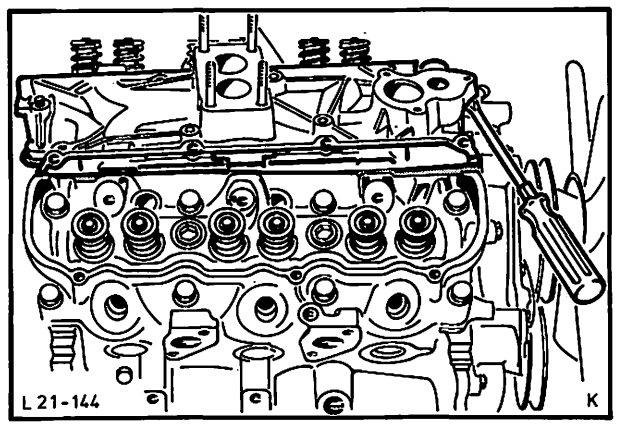

Abb. 87 Ansaugkopf mit einem Hebel lösen
10. Stößelstangen entfernen und Ansaugkopf (6 Schrauben, 2 Muttern) mit Bypass-Schlauch abschrauben. Falls erforderlich, Ansaugkopf mit einem Hebel von der Dichtung lösen, Abb. 87, nicht mit dem Schraubenzieher zwischen die Dichtflächen gehen.